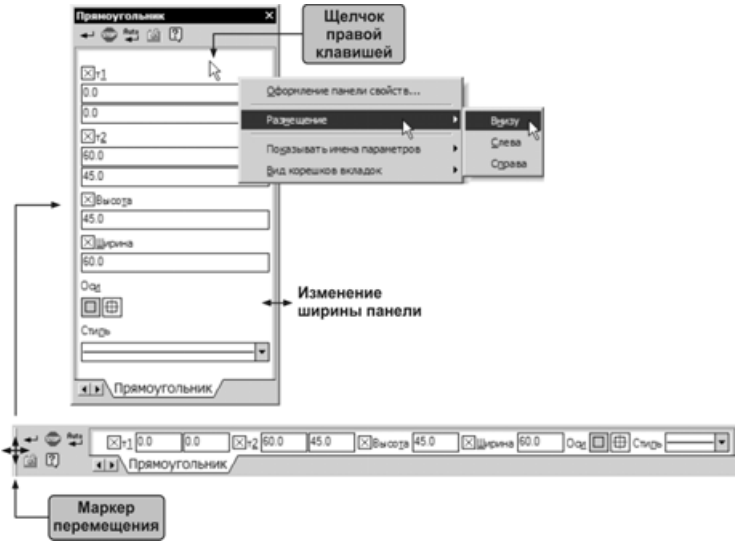

Рис. 2.30
- Для перевода панели в "незакрепленное" состояние установите курсор на маркер перемещения в левой части панели (рис. 2.30). После того, как он примет вид четырехнаправленной стрелки, нажмите левую кнопку мыши и, не отпуская ее, перетащите панель в нужное положение. Измените ширину и высоту панели, перетаскивая мышью ее границы.